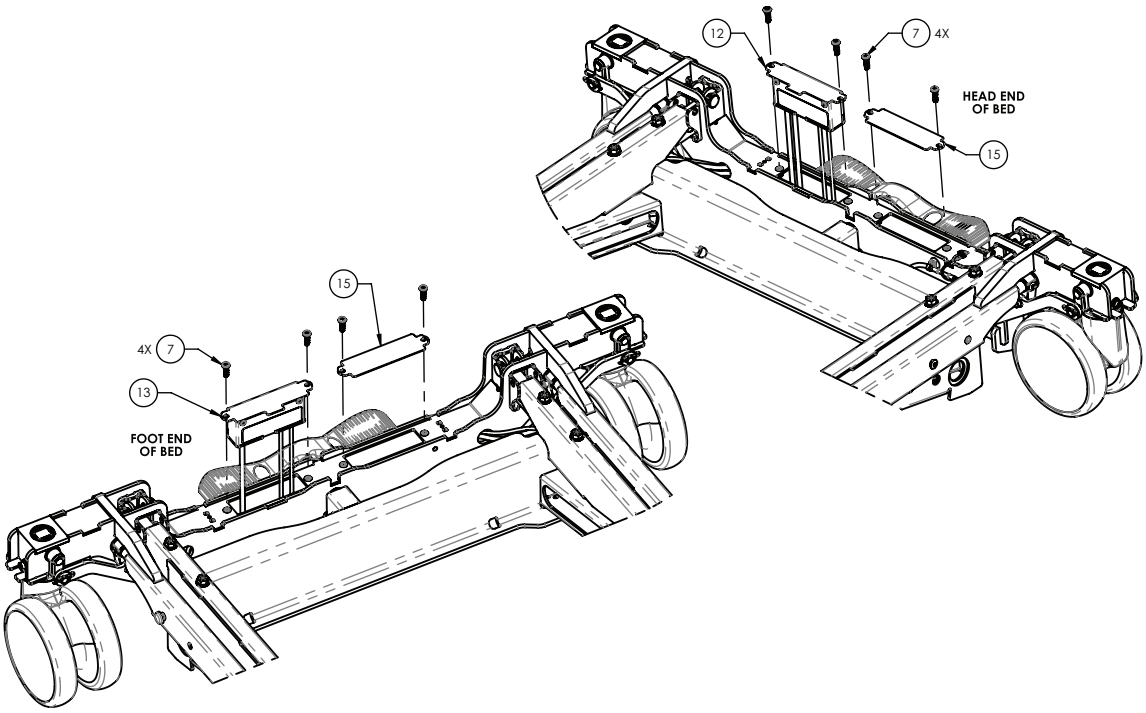

Figure 35 – Remplacement du support de pesée
7. À l'aide d'un tournevis cruciforme n° 2, retirer et conserver les deux vis (7) qui fixent l'ensemble du support de pesée (12 [côté tête], 13 [côté pieds]) à l'ensemble soudé de la base (Figure 35). Retirer l'ensemble de carte du système de pesée.
8. Déconnecter le câble de communication et les deux cellules de charge de l'ensemble de carte de pesée (12 [côté tête], 13 [côté pieds]) (Figure 35). Jeter l'ensemble de carte du système de pesée.